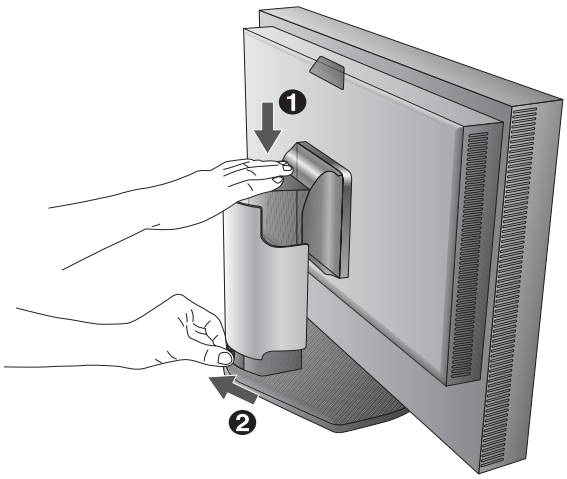

Figura B.1
3. La regolazione dell’altezza è bloccata dal pulsante di blocco. Mettere una mano sulla parte superiore del monitor e abbassare il monitor fino alla posizione più bassa. Far scorrere il pulsante di blocco per sbloccare (**Figura B.1**).